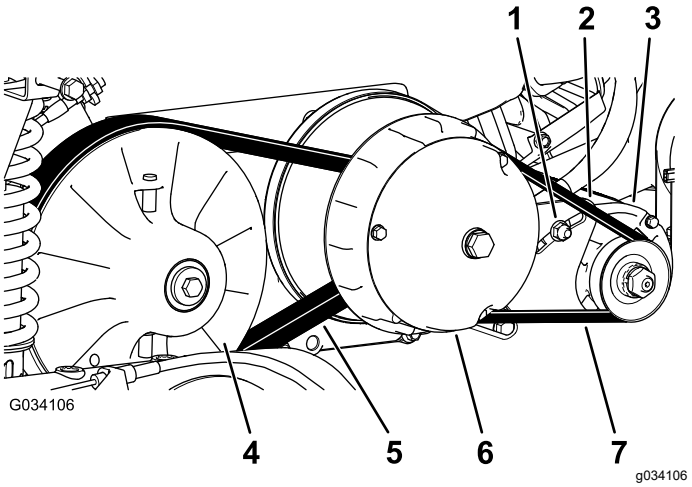

Figuur 66
6. Laat de riem (Figuur 66) ronddraaien en controleer deze op tekenen van overmatige slijtage of beschadigingen.
3. Laat de drijfriem over de secundaire koppeling ronddraaien (Figuur 66).
4. Verwijder de riem van de primaire koppeling (Figuur 66).
5. Lijn de nieuwe riem uit op de primaire koppeling (Figuur 66).
6. Laat de drijfriem over de secundaire koppeling ronddraaien (Figuur 66).
2. Draai de ankerbout van de dynamo van de starter los (Figuur 66).
4. Duw het breekijzer naar beneden om de starter omlaag in de sleuf te draaien tot de riem niet meer dan 6 mm doorbuigt als u een kracht van 44 N·m uitoefent (Figuur 66).
5. Draai de ankerbout van de starter handmatig vast en verwijder het breekijzer (Figuur 66).